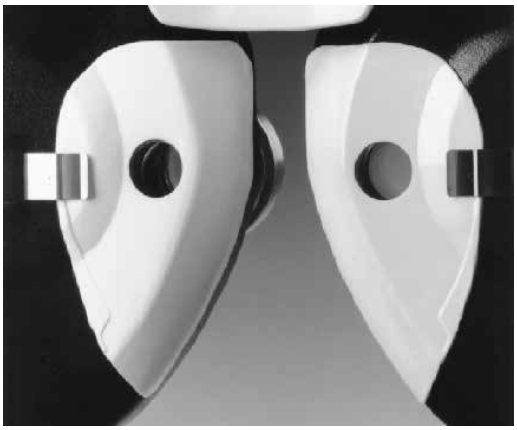

Figura SU-2 Protectores faciales
1. Los protectores faciales se mantienen en su lugar mediante una abrazadera de resorte. Colóquelos deslizando el extremo del protector facial debajo de la abrazadera, haciendo coincidir la posición de la apertura del protector con la apertura principal del Phoroptor. Consulte la Figura SU-2.